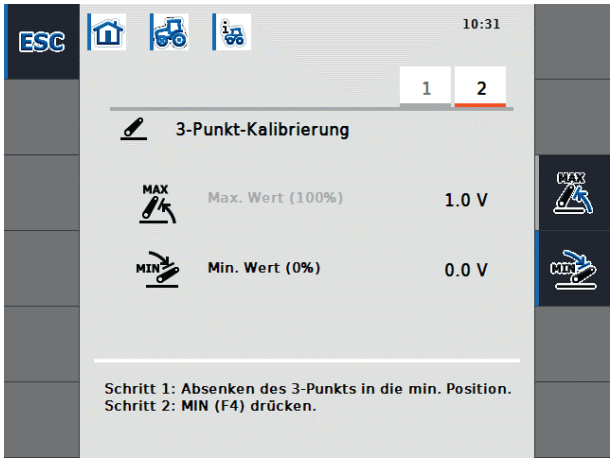

Abbildung 8-24: 3-Punkt-Kalibrierung – Minimaler Wert
- Senken Sie das 3-Punkt-Gestänge in die minimale Position und drücken Sie die Funktionstaste F4 „MIN“ (vgl. Abbildung 8-24).